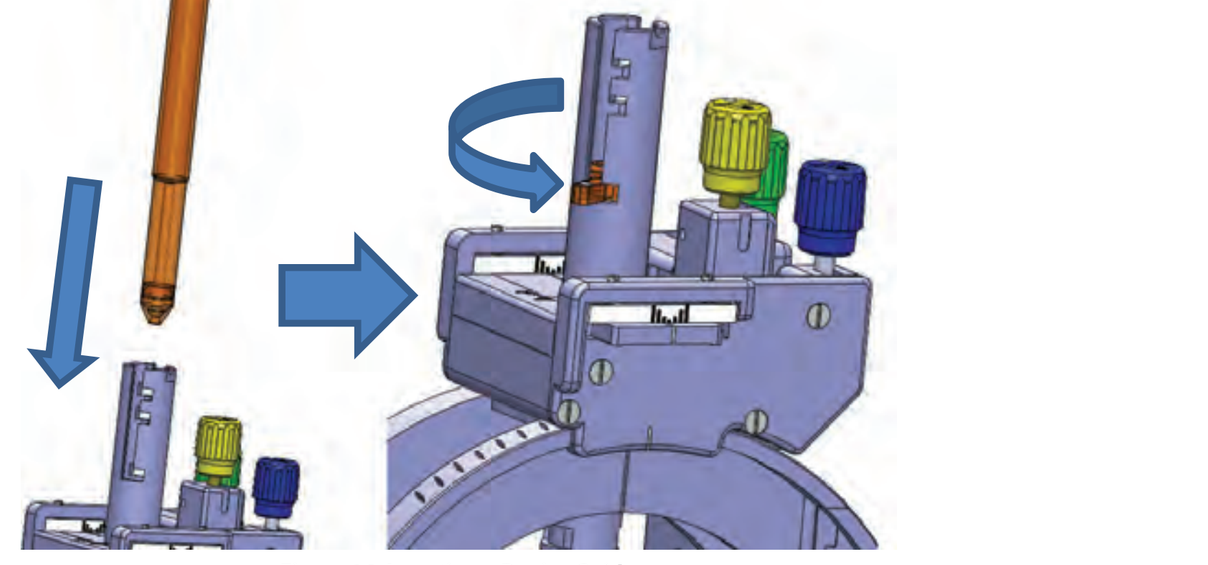

Figure 14: Inserting a Device Guide
5. Insert the desired Device Guide into the TC Support so that the tabs on the Device Guide Fit into the long vertical slot on the TC Support. Then twist the Device Guide so the tabs engage the slots to lock it in position. **See Figure 14**.